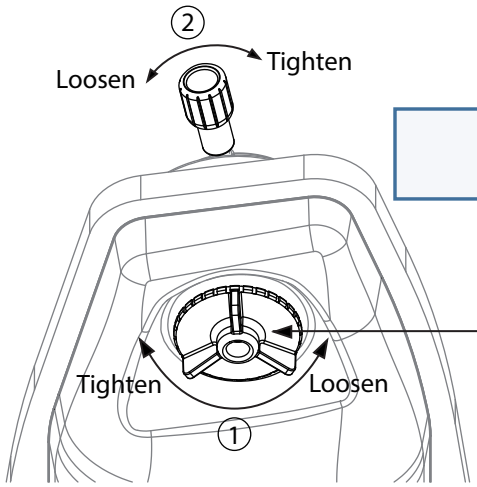

Fig. 1.1a
1. Lösen Sie das Höhenklemmrad und drehen Sie den Sattel, bis die Schwalbenschwanznut waagerecht ist, dann ziehen Sie das Höhenkupplungsrad wieder fest (Abb. 1.1a).